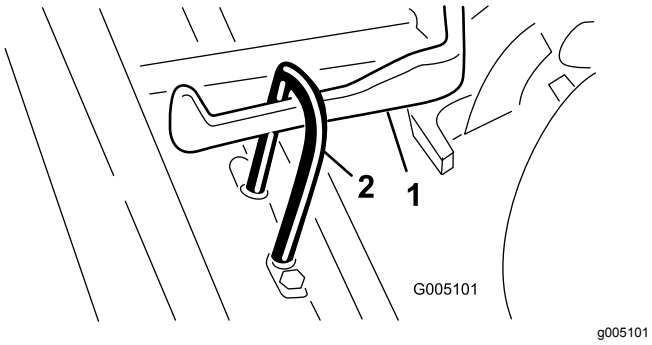

Figuur 7
2. Schuif het maaidek onder het trekframe terwijl u de hefhaak op de hefarm schuift (Figuur 7).